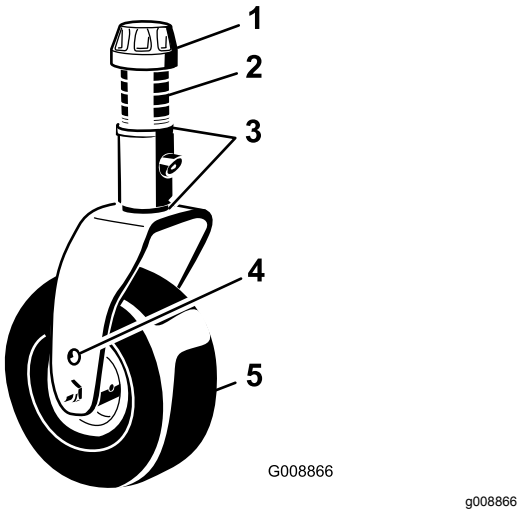

**Figur 141**
1. Ta bort spännlocket från svänghjulsspindelns axel och skjut ut spindeln ur svänghjulsarmen (Figur 141).
Ta bort spännlocket och hjulgaffeln (Figur 141).